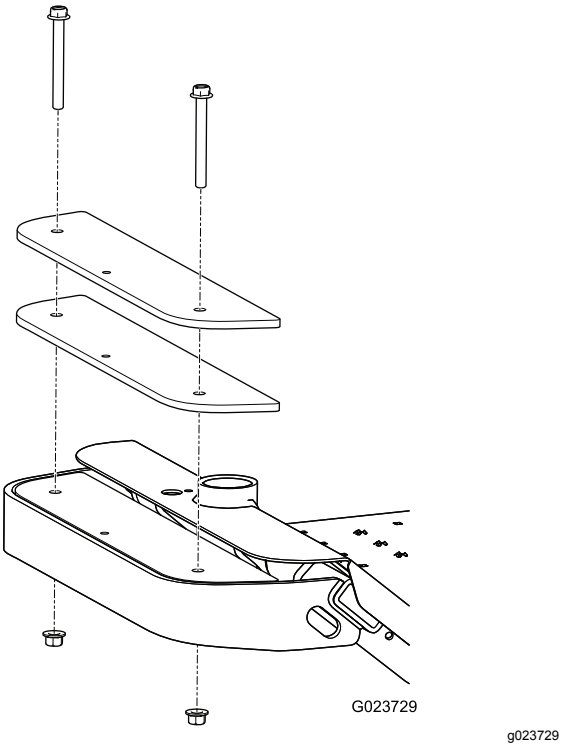

**Figur 12**
1. Fjern de to bolte og de to møtrikker, der fastgør de eksisterende vægtlodder foran på maskinen (Figur 12).